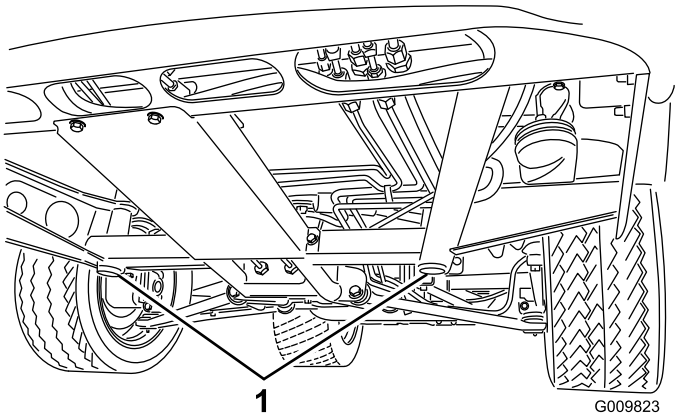
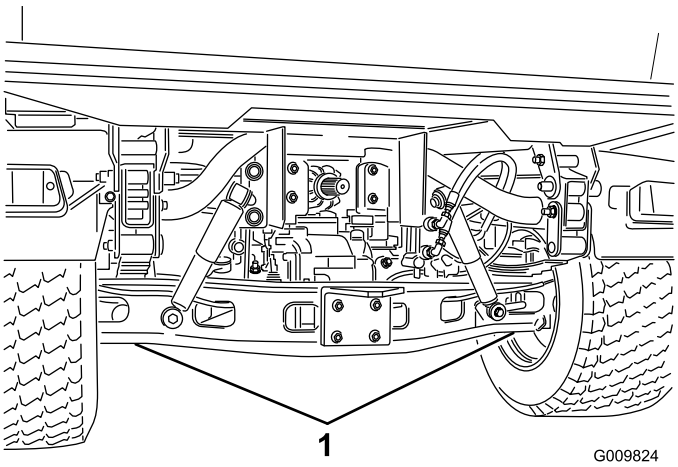

**Figur 33**
**Figur 34**
- Donkraftpunktet foran på køretøjet er under stelstøtten midt på (Figur 33) og bagpå under akslen (Figur 34).